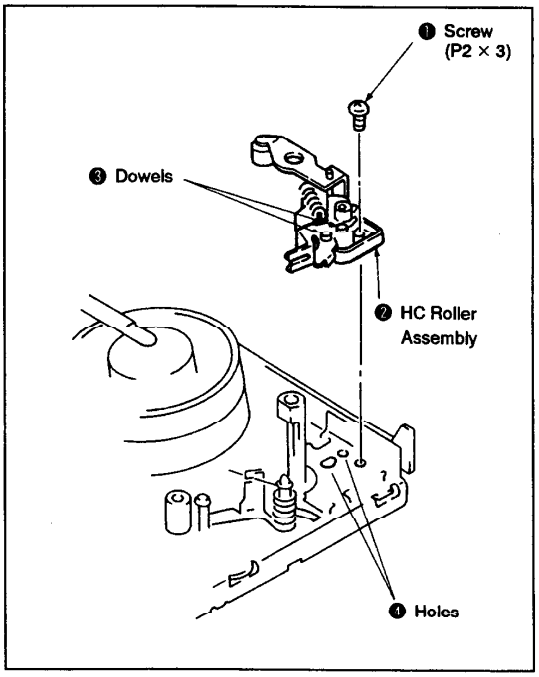

Fig. 3-1.
1. Removal (See Fig. 3-1.)
1) Remove the screw ❶, then remove the HC roller assembly ❷.
2. Installation (See Fig. 3-1.)